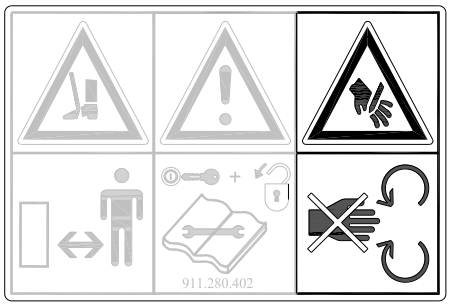
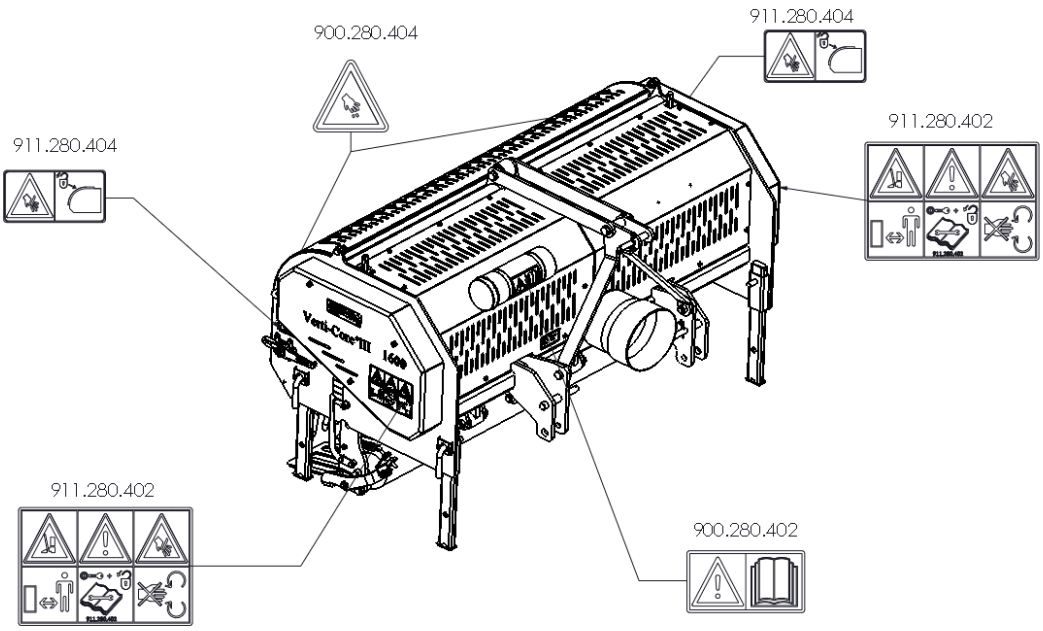

Fig. 3
Fig. 6
There are safety stickers on both sides of the Verti-Core III (Fig. 3,4,5) as well as on the back (Fig. 6), which all have the same meaning. These safety stickers must always be visible and readable, and they must be replaced without delay whenever they are damaged.
Keep all people out of the danger area of the Verti-Core III during operation, because they would otherwise be subjected to serious danger of personal injury caused by moving parts. (Fig. 3)
(7) Location of safety stickers. (Fig. 6)